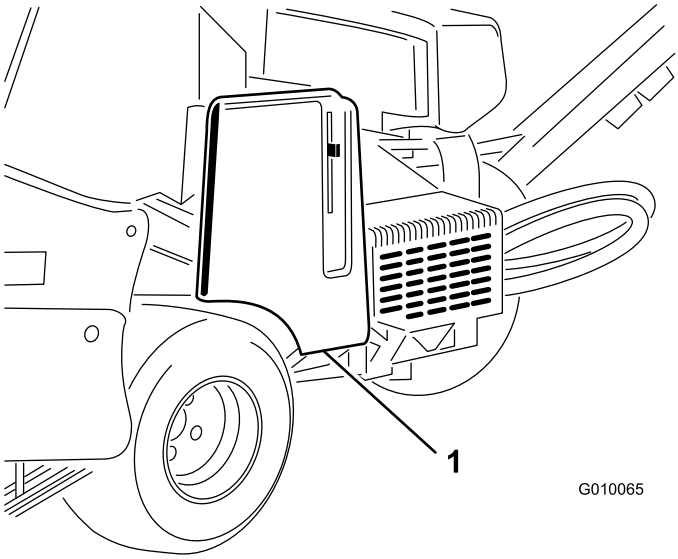

Figur 56
1. Lås opp og ta av remdekselet (Figur 56).